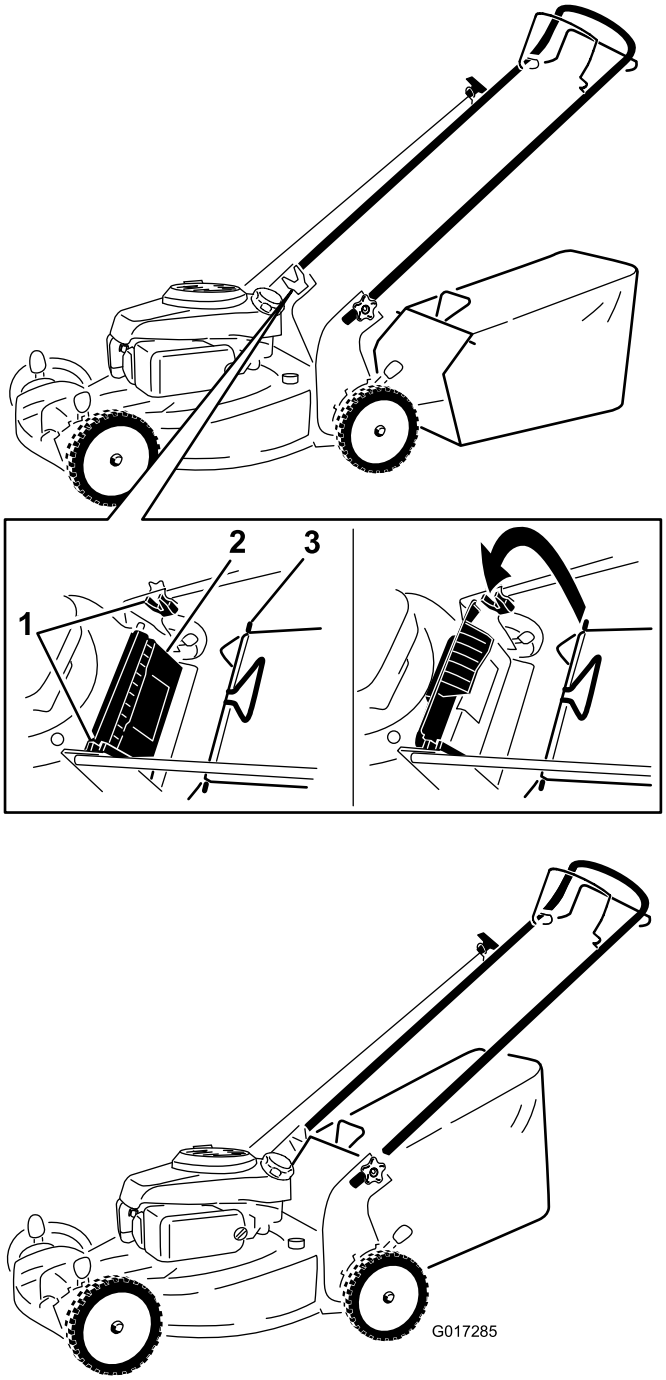

Figure 13
1. Soulevez le déflecteur arrière et maintenez-le dans cette position (Figure 13).
2. Montez le bac à herbe en veillant à placer les ergots dans les crans du guidon (Figure 13).